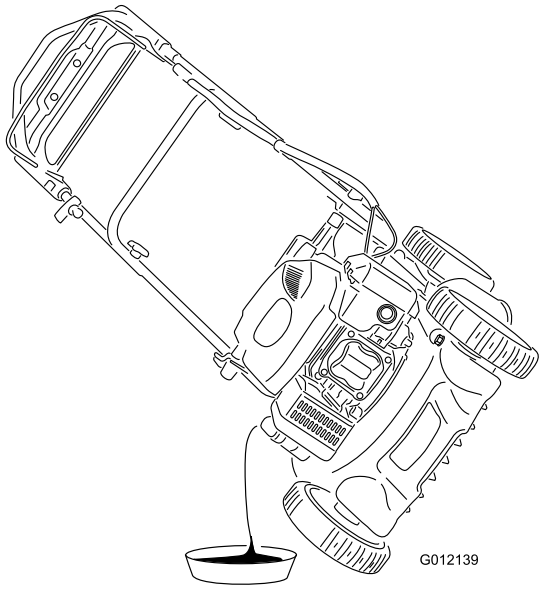

Figur 20
5. Tippa gräsklipparen på sidan (med oljestickan nedåt) för att tömma ut den använda oljan genom påfyllningsröret (Figur 20).